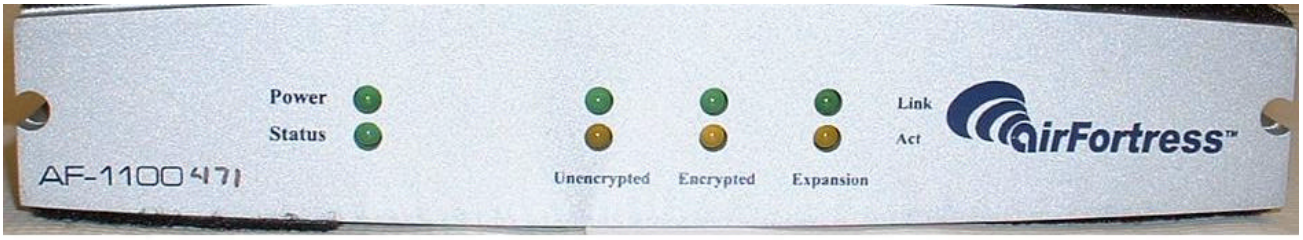

Figure 3-30 Inline Encryptor LEDs
1. During normal operations the lights on the front of the **encryptor**, should be as follows: Figure 3-30